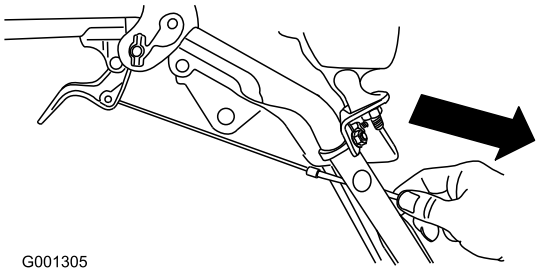

Figur 9
4. Trekk kabelkappen forsiktig ned inntil hjulclutchspaken er nede og det ikke er mer slakk i kabelen, trekk deretter til kabelklemmemutteren godt (Figur 9).